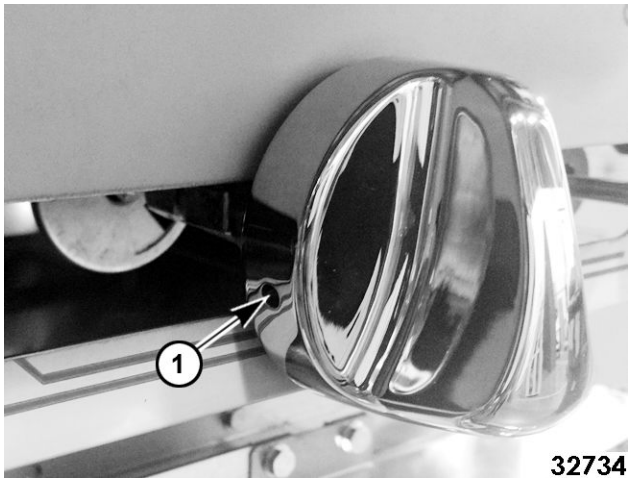

**Fig. 6**
2. Loosen setscrews (1, Fig. 6) in burner control knobs and remove knobs.